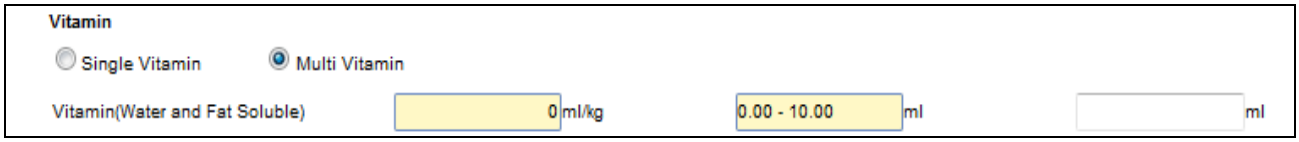

Figure 4.6-4 Multi Vitamin
- *If user select **Multi Vitamin** radio button; **Vitamin(Water and Fat Soluble)** field will automatically display by system as per Figure 4.6-4.*